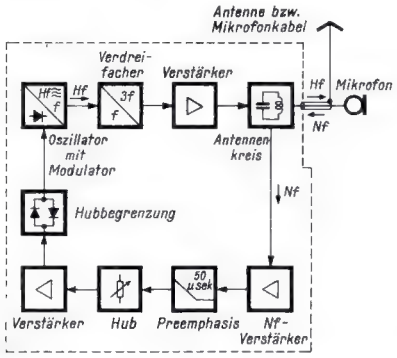

*Bild 2. Blockschaltung des Kleinstsenders SK 1002*
Die in der Praxis brauchbare Brückenschaltung ist komplizierter, wie *Bild 2* erkennen läßt. Durch mehrere Anzapfungen der Primärwicklung des Eingangstransformators Tr kann die Vorrichtung an unterschiedliche Ausgangswiderstände von Tonbandgeräten angepaßt werden. Vor der eigentlichen Brücke liegt ein Bandpaß-T-Filter, das nur die vorgesehene Tonfrequenz, nicht aber Brummen und sonstige Geräuschkomponenten durchläßt, die den Brückenabgleich stören könnten. Dieses Filter und die Teile der Brücke sind für 3500 Hz dimensioniert, doch kann die Brücke bei jeder Frequenz zwischen 3400 und 3600 Hz mit Hilfe des Widerstandes R 4 und der Kondensatoren C 5 und C 6 abgeglichen werden. Als Nullpunktindikator dient am besten der niedrigste Wechselspannungsbereich eines Röhrenvoltmeters.
*Rechts: Bild 2. Schaltung einer Brücke mit Bandpaßfilter zur Bandgeschwindigkeitskontrolle*
Ehe wir auf die hier vorzugsweise interessierenden Schaltungen der Empfänger eingehen, soll kurz der neue Transistorsender SK 1002 *(Bild 1)* erläutert werden. Leider müssen wir uns auf die Blockschaltung *Bild 2* beschränken, denn das Originalschaltbild ist noch nicht für die Veröffentlichung freigegeben. Der Sender arbeitet mit einer 22,5-V-Batterie (Pertrix Nr. 72 oder Daimon Nr. 16122) etwa während zehn Betriebsstunden; dann ist die Entladespannung auf ca. 13,5 V abgesunken.
Wie aus Bild 2 hervorgeht, wird die vom Mikrofon gelieferte Spannung einstufig vorverstärkt. Sie passiert die Höhenvoranhebung mit einer Zeitkonstante von 50 µsec und den Verstärkungsregler (Hubeinstellung). Hinter der zweiten Verstärkerstufe wird der Hub auf maximal ± 75 kHz begrenzt, somit ist eine Übersteuerung des Senders nicht möglich. Der direkt modulierte Transistor-Oszillator schwingt im Bereich um 12 MHz. Zwischen ihm und der Leistungsendstufe liegt zur Stabilisierung ein Frequenzverdreifacher. Für die Stabilisierung der Betriebsspannung sorgt eine Zenerdiode.